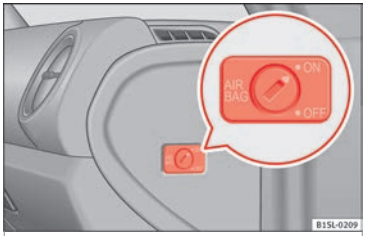

Fig. 17 On front passenger side: Key switch for enabling and disabling the front passenger front airbag.
- Using the vehicle key, turn the key switch to **OFF** ››› Fig. 17.
- Using the vehicle key, turn the key switch to **ON** ››› Fig. 17.